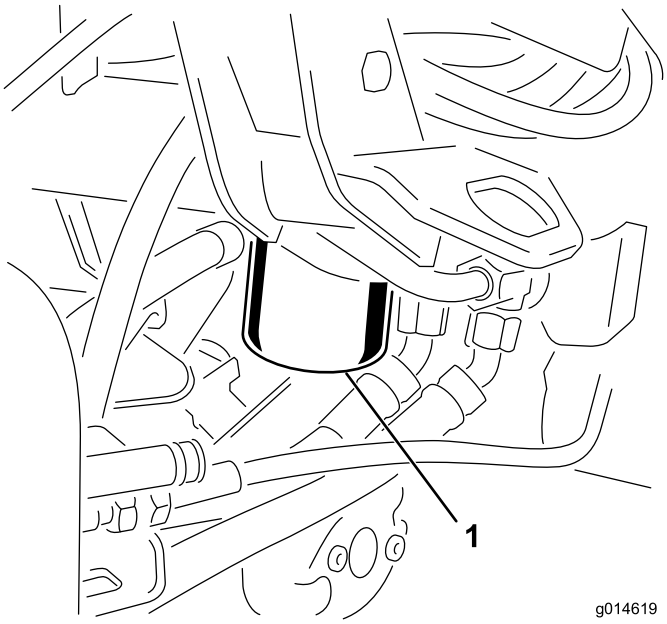

Figur 58
1. Rengjør området rundt der filteret skal festes (Figur 58). Plasser et tappefat under filteret, og ta ut filteret.